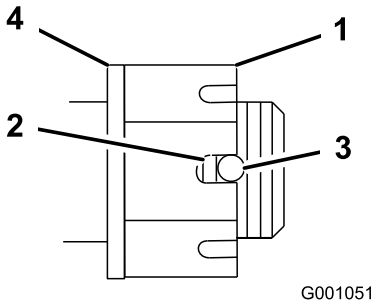

Figur 58
4. Spænd møtrikken med udskæring til 170 Nm (Figur 58).
5. Kontroller afstanden fra bunden af udskæringen i møtrikken til hullets indvendige kant. To gevind eller mindre skal være synlige (Figur 58).
7. Spænd møtrikken med udskæring til 170 Nm (Figur 58).
8. Spænd møtrikken, indtil næste sæt udskæringer rettes ind med hullet i akslen (Figur 58).